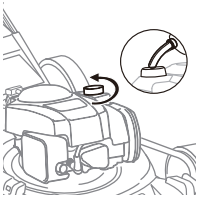

Fig. 5
1. Remplissez le moteur avec de l'essence sans plomb fraîche, propre et normale, avec un indice d'octane de 87 minimum. L'essence contenant jusqu'à 10 % d'éthanol "taux E10" est acceptable. Remplissez le réservoir de carburant jusqu'au goulot de remplissage du réservoir. NE PAS TROP REMPLIR. (Fig.5)